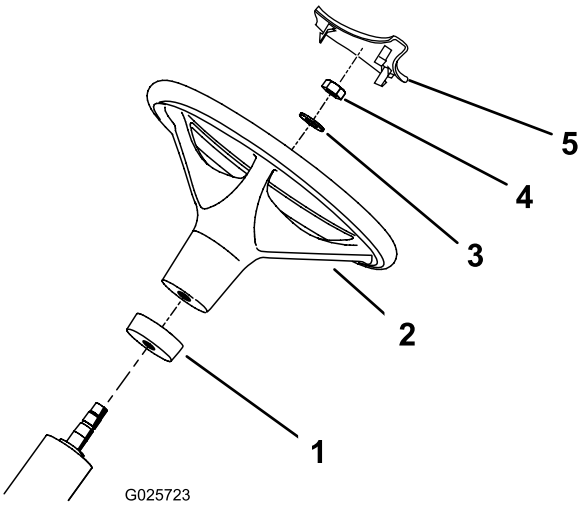

Figuur 2
2. Schuif de schuimrubberen kraag op de stuuras (Figuur 2).
3. Schuif het stuurwiel op de stuuras (Figuur 2).
4. Zet het stuurwiel vast aan de stuuras met een ring en een borgmoer (Figuur 2). Draai de borgmoer vast met een torsie van 27–35 Nm.
5. Monteer de stuurdop op het stuur (Figuur 2).